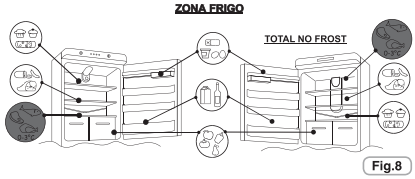

Fig.8
• Per conservare al meglio aroma, sostanza e freschezza dei cibi è consigliabile riporli nel vano frigorifero come è indicato nella fig.8 sottostante, avendo cura di avvolgerli in fogli d¡ alluminio o plastica oppure negli appositi contenitori con coperchio per evitare la contaminazione reciproca.